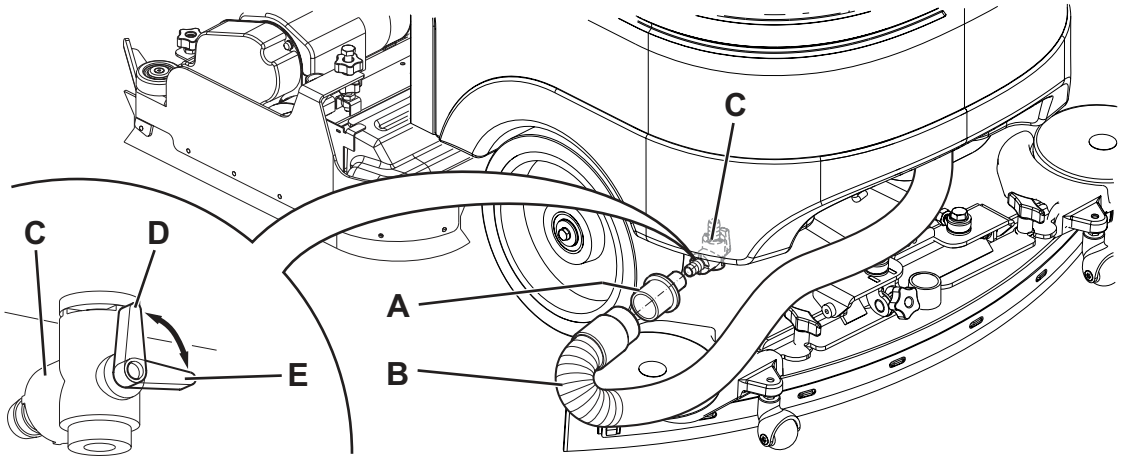

Figure 5
L'afficheur (C) indique le niveau de concentration de détergent dans la solution comme indiqué dans le tableau dans la figure 5.
8. Prendre l'adaptateur (45) positionné dans son logement dans le logement batteries.
9. Monter l'adaptateur (A, Fig. 5) dans le tuyau d'aspiration (B) de l'embouchure, puis l'insérer dans le robinet de décharge (C).
10. Positionner la clé de contact (58) sur « I » et démarrer le système d'aspiration au moyen du bouton (63).
11. Ouvrir le robinet de décharge (C) pour permettre la vidange du réservoir (22).